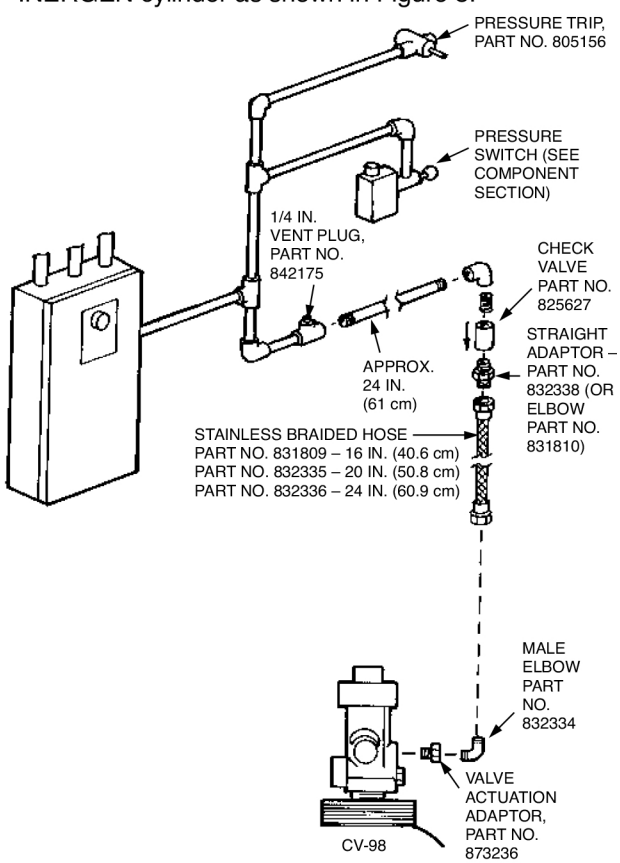

FIGURE 5
3. Install 1/4 in. tee in the actuation piping approximately 24 in. (61 cm) before first INERGEN cylinder and install vent plug, Part No. 42175. See Figure 5.
4. Install actuation hose, Part Nos. 31809, 32335, or 32336 (depending on length required) between actuation piping and either pneumatic actuator or INERGEN valve. A 1/4 in. male connector, Part No. 32338, is required on each end of the actuation hose. See Figure 5.
5. A 1/4 in. check valve, Part No. 825627, must be installed between the 1/4 in. vent plug and the INERGEN cylinder as shown in Figure 5.